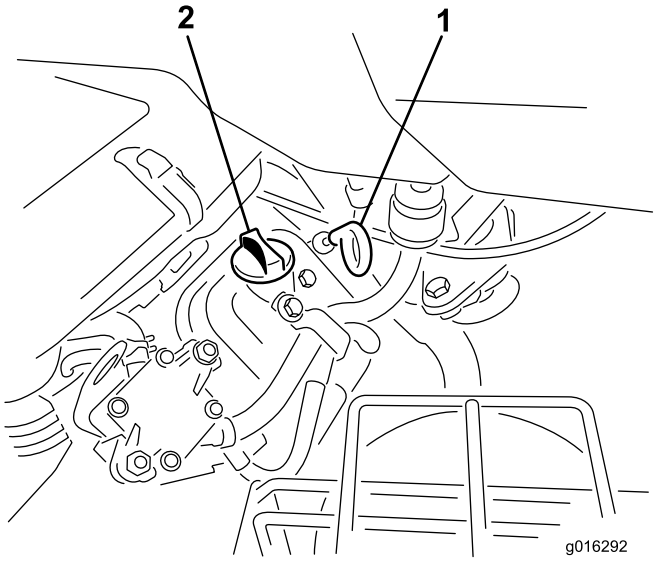

Figur 28
2. Ta ut oljestickan och torka av den med en ren trasa. Stick ned oljestickan i röret, skruva fast den och se till att den sitter ordentligt (Figur 28).